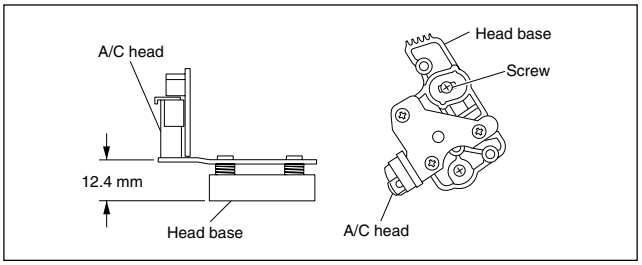

Fig. 2-2-6c
(1) To make the post-installation adjustment easier, set the temporary level as indicated in Fig.2-2-6c. Also make sure that the screw center (centre) is brought into alignment with the center (centre) position of the slot.